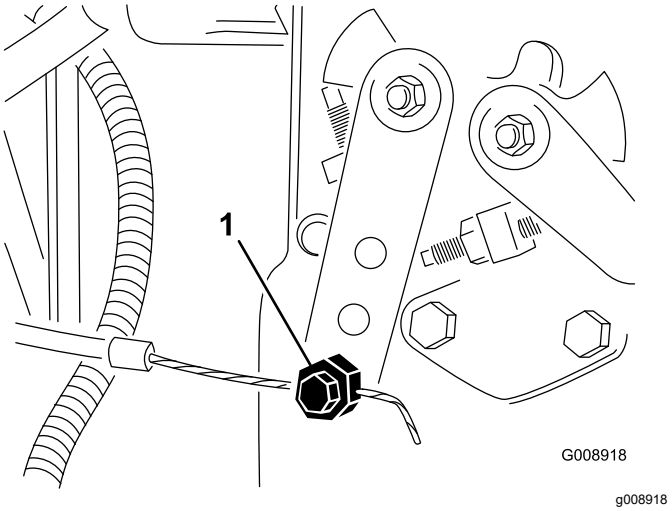

Figur 87
4. Løsn gaskabelforbindelsesdelen på indsprøjtningspumpens løftearm (Figur 87).